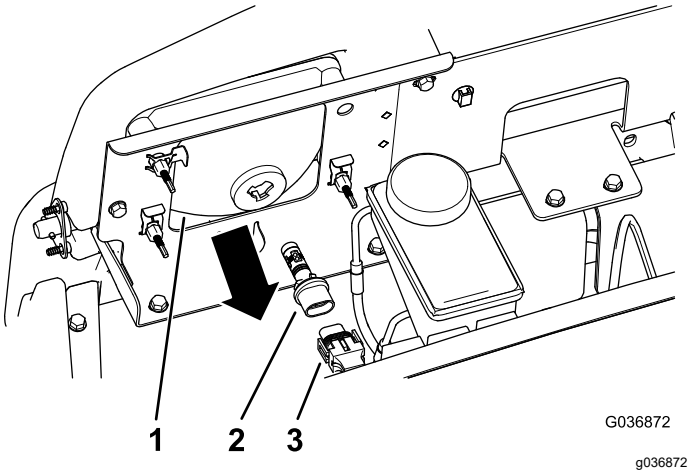

Figuur 54
3. Maak de elektrische aansluiting voor de kabelboom los van de lampaansluiting aan de achterkant van de behuizing van de koplamp (Figuur 54).
4. Draai de lamp een kwartslag linksom en duw ze naar achteren, uit de behuizing van de koplamp (Figuur 54).
5. Monteer de nieuwe lamp en de nieuwe behuizing voor de koplamp; lijn de lipjes van de lamp uit met de sleuven in de behuizing van de koplamp (Figuur 54).
6. Bevestig de lamp door deze een kwartslag rechtsom te draaien (Figuur 54).
7. Koppel de elektrische aansluiting voor de kabelboom aan op de aansluiting van de nieuwe lamp (Figuur 54).